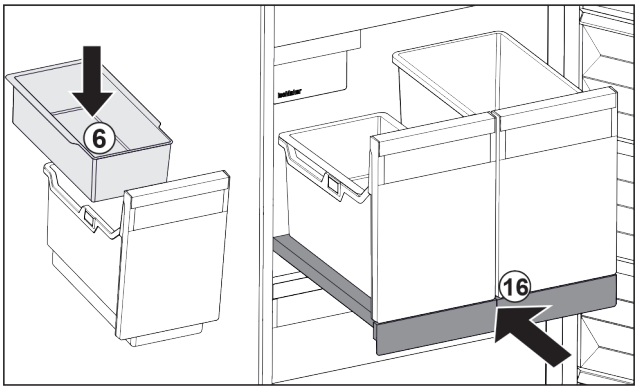

Fig. 107
▶ Insert hang-on tray *Fig. 107 (6)* for ice cubes.
▶ Slide in the pull-out board with (IceTower) container. *Fig. 107 (16)*